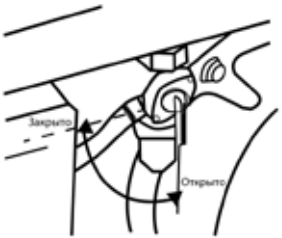

Рис. 7
1. Откройте топливный кран *(Рис. 7)*